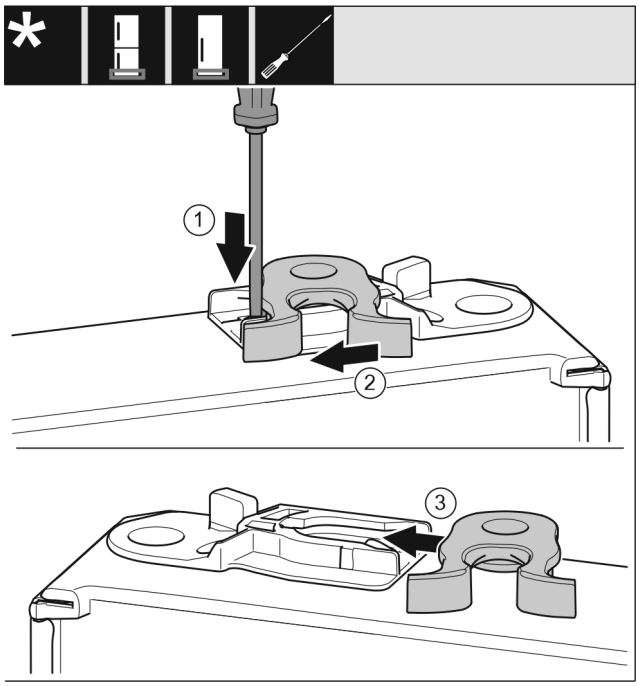

Fig. 27
▶ Πιέστε το αυτάκι με ίσιο κατσαβίδι προς τα κάτω. *Fig. 27 (1)*
▶ Τραβήξτε το άγκιστρο κλεισίματος από τον οδηγό. *Fig. 27 (2)*
▶ Ωθήστε το άγκιστρο κλεισίματος στην άλλη πλευρά στον οδηγό. *Fig. 27 (3)*